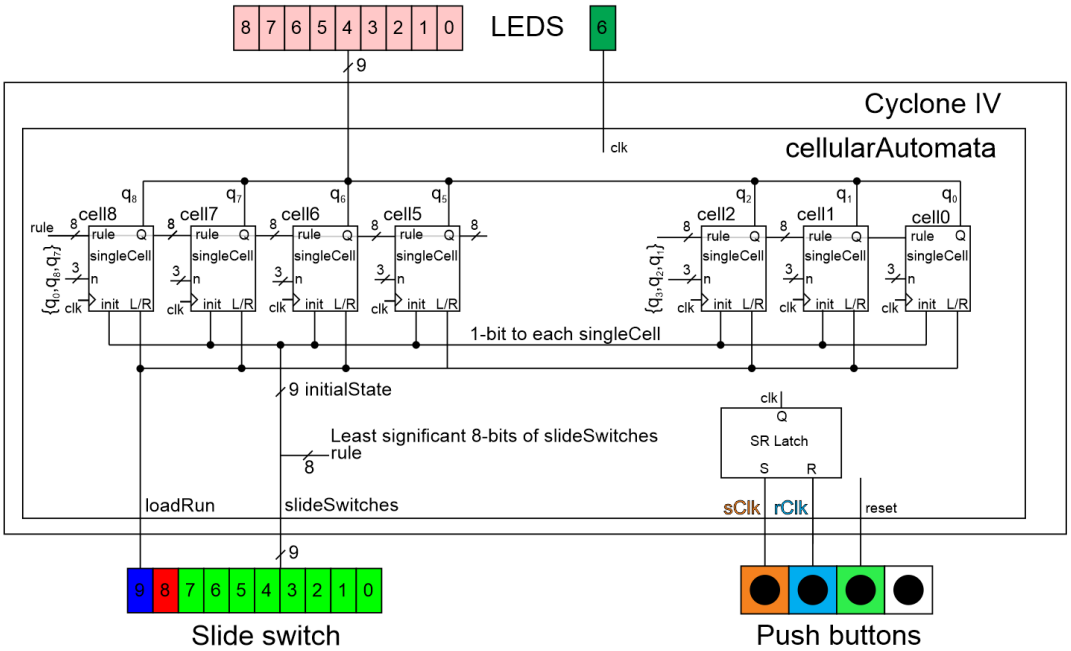
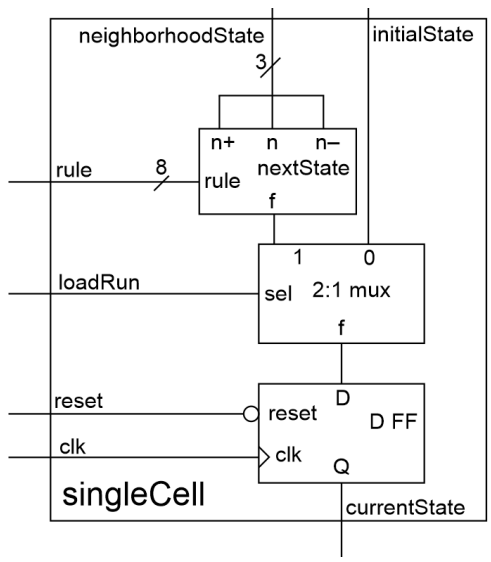

Figure 7.6: The system architecture of the `cellularAutomata`. Due to tight spacing, only the n inputs to cell8 and cell2 are shown.
Figure 7.7: The architecture and module interface for the singleCell module.
The system architecture shown in Figure 7.6 shows the overall organization of the cellular automata. Slide switches [0-7] are used as the initial state when the `loadRun` slide switch is set to `0`. When the `loadRun` slide switch is set to `1`, slide switches [0-7] are used as the evolution rule. The clock is generated by the SR latch whose inputs are `sClk` and `rClk`. The state of the cells are displayed on the 9 red LEDs. The processing elements forming the array are called `singleCell` and discussed in the next section.
- Make cell 8 have cell 0 as its "left" neighbor in Figure 7.6
- Make cell 0 have cell 8 as its "right" neighbor in Figure 7.6
The significant design problem in today's lab is building the `singleCell` module. The module interface for the `singleCell` module in Figure 7.6 used some shorthand for the signal names due to space constraints. The internal organization and module interface for the `singleCell` module is shown in Figure 7.7. For example, the output `currentState` in this figure was called Q in Figure 7.6. You should be able to decipher the rest of the signal abbreviations used in Figure 7.6.
Table 7.2: Input/output relationship for the `nextState` functionality in Figure 7.7.